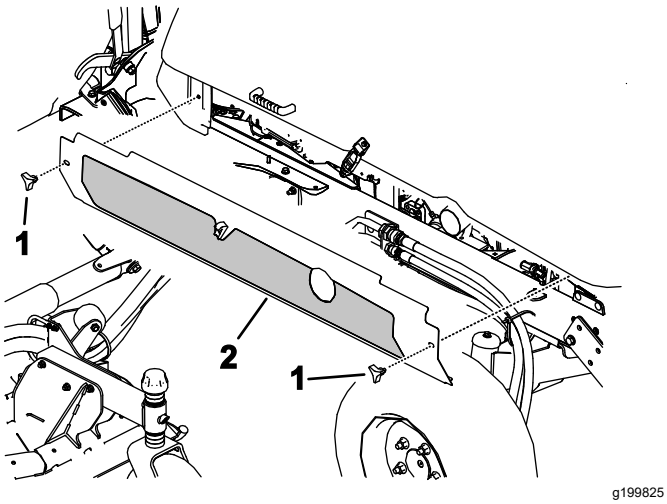

Figura 113
4. Afloje los pomos y retire las cubiertas laterales (Figura 113).
5. Instale las cubiertas laterales (Figura 113).